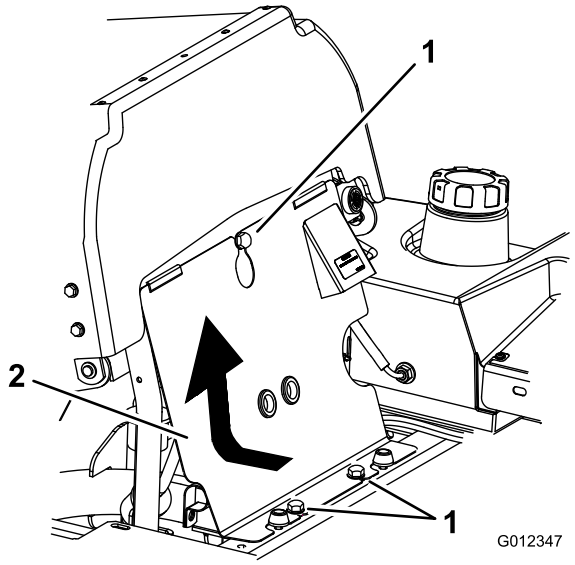

**Figuur 72**
3. Kantel de stoel naar voren, draai de bouten los en verwijder het frontpaneel van de motor (Figuur 72).